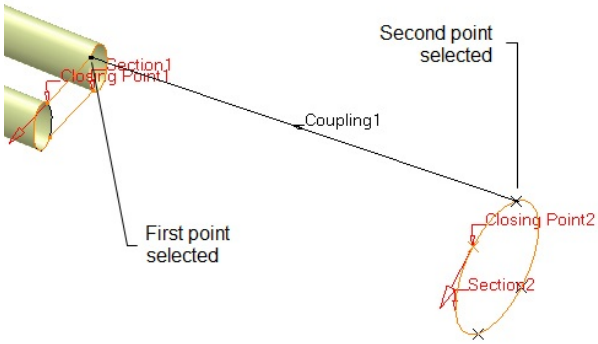

Figure 10-84 *The points selected for creating the coupling*
15. Select the first coupling point on the first section, refer to Figure 10-84; the selected coupling point is displayed in the **Coupling** dialog box.
16. Select the second coupling point on the second section, refer to Figure 10-84; the coupling is created and displayed in the geometry area.